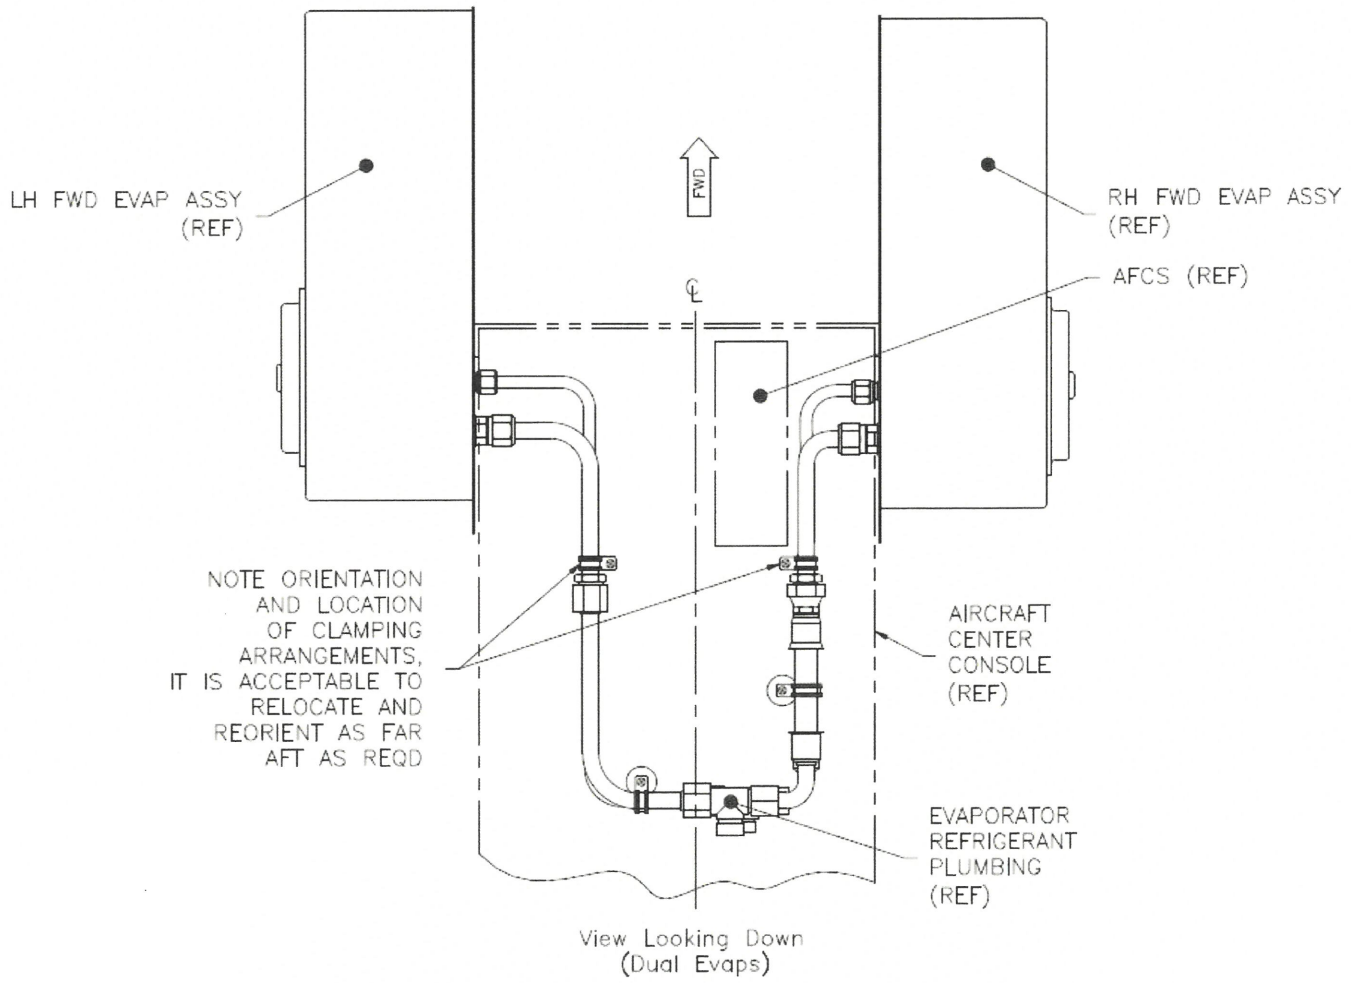

Figure 1 – Forward Evap plumbing clamp detail and orientation
1. Locate the two clamping arrangements connecting the #6 & #8 refrigerant tube assemblies protruding from the inboard side of each evaporator, routed aft as shown below in Figure 1.
2. If both clamping arrangements are not oriented as shown in Figure 1 below, remove clamping arrangements from the refrigerant tubes and reattach loose as shown.
3. If both clamping arrangements are oriented as shown in Figure 1 below, loosen the two hardware clamping arrangements.